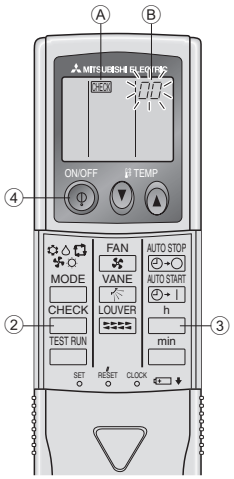

Fig. 7-4
7.3.2. Pour la télécommande sans fil (Fig. 7-4)
① Mettre sous tension.
② Appuyer deux fois sur la touche CHECK (vérification).